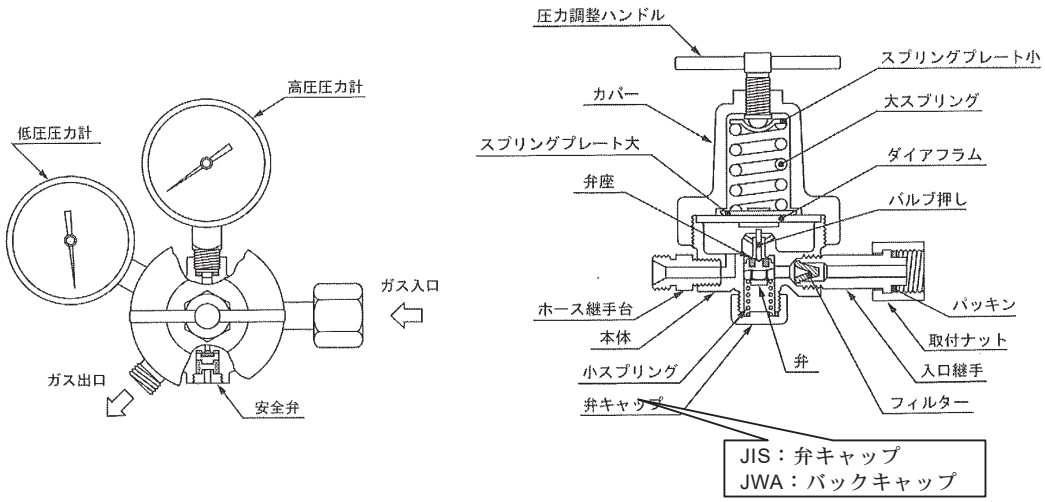

図 3.11 圧力調整器の内部構造 [10)]
1) ステム形(フランス式)の圧力調整器の内部構造を図 3.11 に示す。